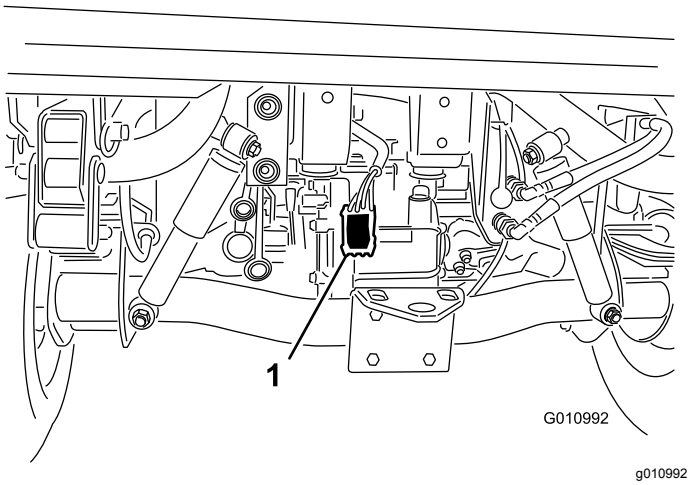

Figur 8
5. Før ledningsfastspenneren langs kjøretøyets hovedfastspenner til bakre del av kjøretøyet (Figur 8).